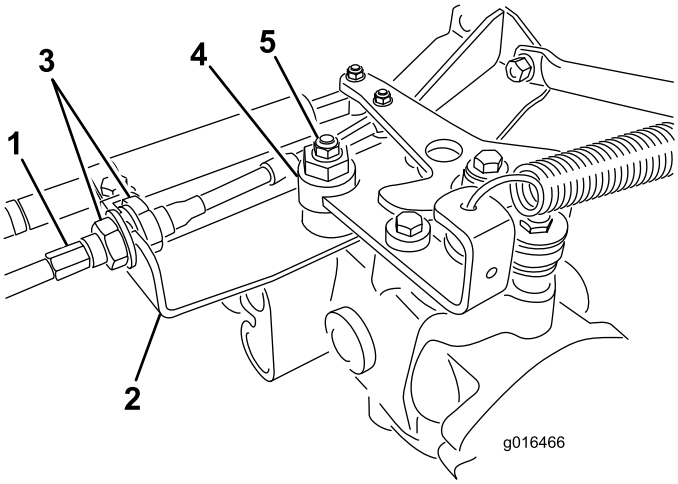

Figur 42
A. Løsne begge låsemutterne som fester trekkontrollkabelen til hydrostatens skillevegg (Figur 42). Pass på at låsemutterne er like løse, og at de er løse nok til at du kan foreta en justering.
B. Løsne mutteren som fester eksenteren til toppen av hydrostaten (Figur 42).
D. Stram eksenteren til den ikke beveger seg i noen retning. Når hjulet ikke lenger roterer, må du stramme mutteren som låser eksenteren og justeringen (Figur 42). Kontroller justeringen med gassen i sakte- og hurtigstillingene.
E. Stram låsemutrene på hver side av skilleveggen **like mye**, slik at du fester trekkabelen til skilleveggen (Figur 42). Ikke vri kabelen.